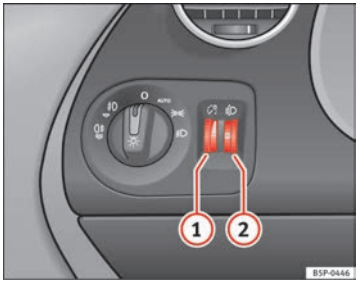

Fig. 75 Dash panel: regulation for instrument and switch illumination and headlight range control
When the headlights are switched on, the brightness of the instruments and switch lighting can be regulated to suit your requirements by turning the thumb wheel ⇒ fig. 75 (1).